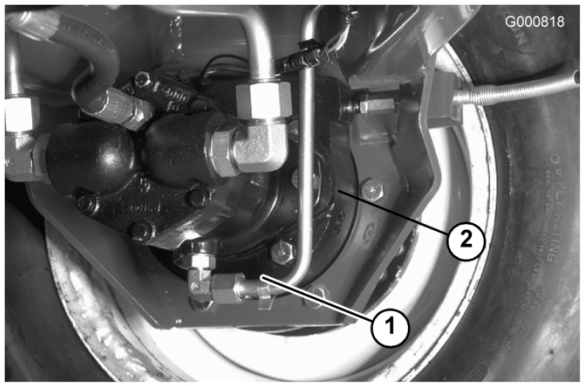

Figura 53
2. Togliete il tappo dal ruotismo planetario (Figura 52) e controllate il tappo sul lato posteriore del freno (Figura 53).